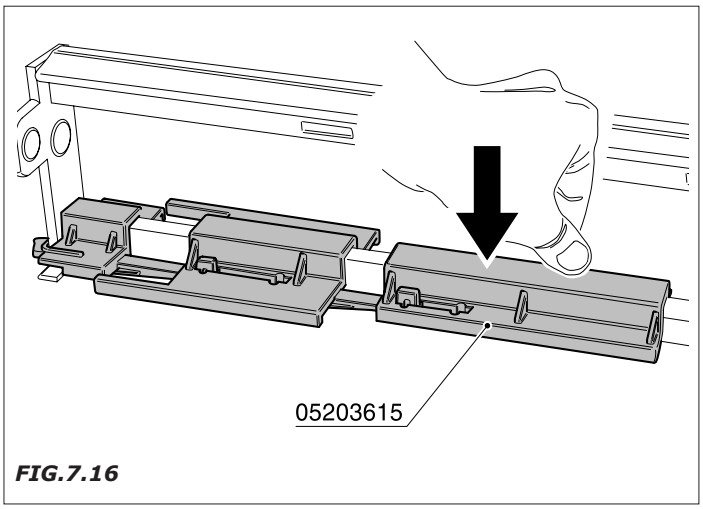

FIG.7.16
- Introduzcan, según lo indicado en la *Fig. 7.16* el detalle 05203615 presionando con fuerza según lo indicado por la flecha hasta el encastre completo.